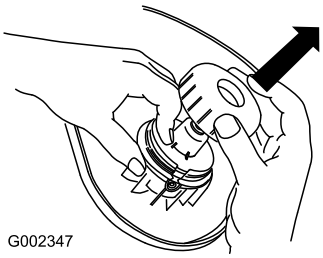

Bild 13
2. Nehmen Sie Kappe und die Spule ab (Bild 13).